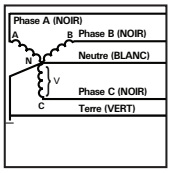

Figure 2
- C = 120/208 V, 3Ø, 4F (Fig 2)
- E = 277/480 V, 3Ø, 4F (Fig 2)
- K = 380/220 V, 3Ø, 4F (Fig 2)
- L = 600/347 V, 3Ø, 4F (Fig 2)
- S = 400/230 V, 3Ø, 4F (Fig 2)
C = 120/208 V, 3Ø, 4F (Fig 2)
E = 277/480 V, 3Ø, 4F (Fig 2)
K = 380/220 V, 3Ø, 4F (Fig 2)
L = 600/347 V, 3Ø, 4F (Fig 2)
S = 400/230 V, 3Ø, 4F (Fig 2)